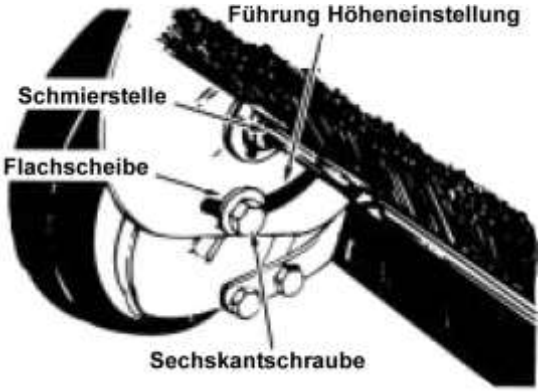

Abbildung 22
- Schmieren Sie mindestens zweimal jährlich die Bürstenachsenlager mit ein paar Tropfen Öl (siehe Abbildung 22).